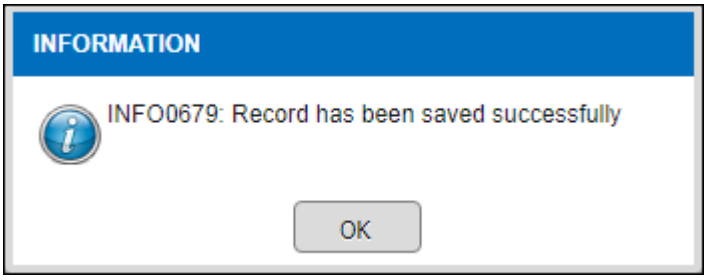

Figure 3.9-4 Alert Message
- *If click on the* Yes *button, record will be save and alert message will be pop up as shown in Figure 3.9-4.*
- *Click on the* OK *button to updated data as shown in Figure 3.9-4.*